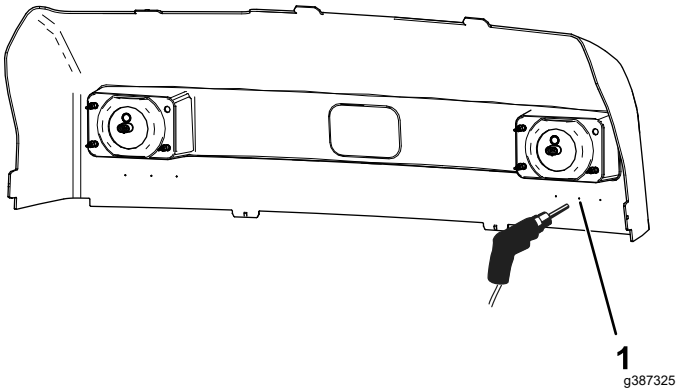

Figur 2
1. På innsiden av pansret finner du de tre prikkene under hvert frontlys og finner deretter den midtre prikken, som illustrert i Figur 2.